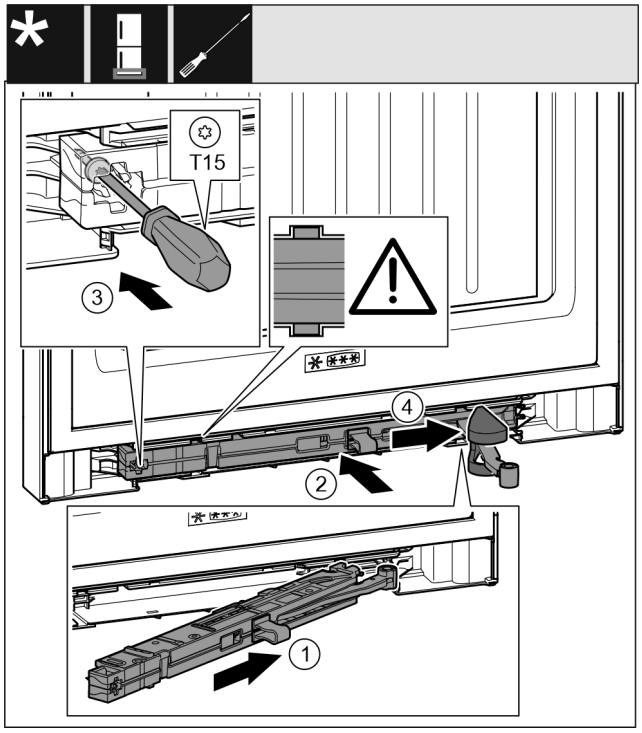

Fig. 68
- ▶ Jednotku tlumiče zavírání *Fig. 68 (1)* na straně stojanu ložiska zasuňte až na doraz šikmo do vybrání.
- ▶ Jednotku tlumiče zavírání *Fig. 68 (2)* zcela zasuňte do výklenku.
- ▶ Šroubovákem šroub *Fig. 68 (3)* pevně utáhněte.
- ▶ Posuňte kryt *Fig. 68 (4)* přes kloub.